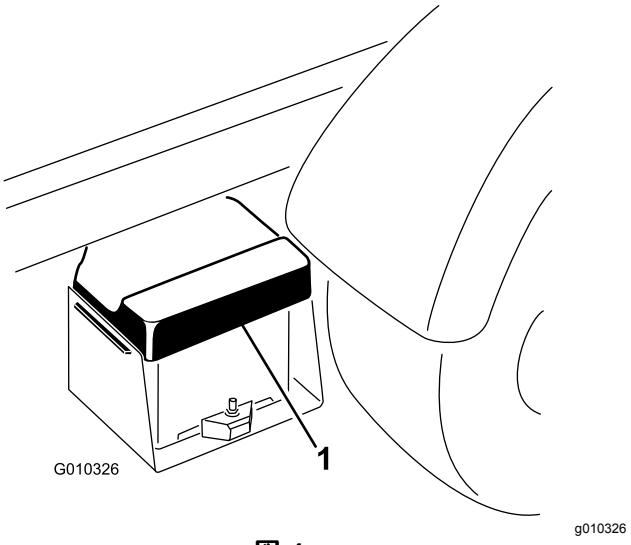

図 4
1. バッテリーカバーを握り込んで、タブをバッテリーベースから外す図 4。
2. バッテリーベースからバッテリーを取り外す図 4。
6. バッテリーベースにバッテリーカバーを合わせる図 4。
7. バッテリーカバーを握り込んで、タブをバッテリーベースに合わせ、力をゆるめるとカバーがセットされる図 4。